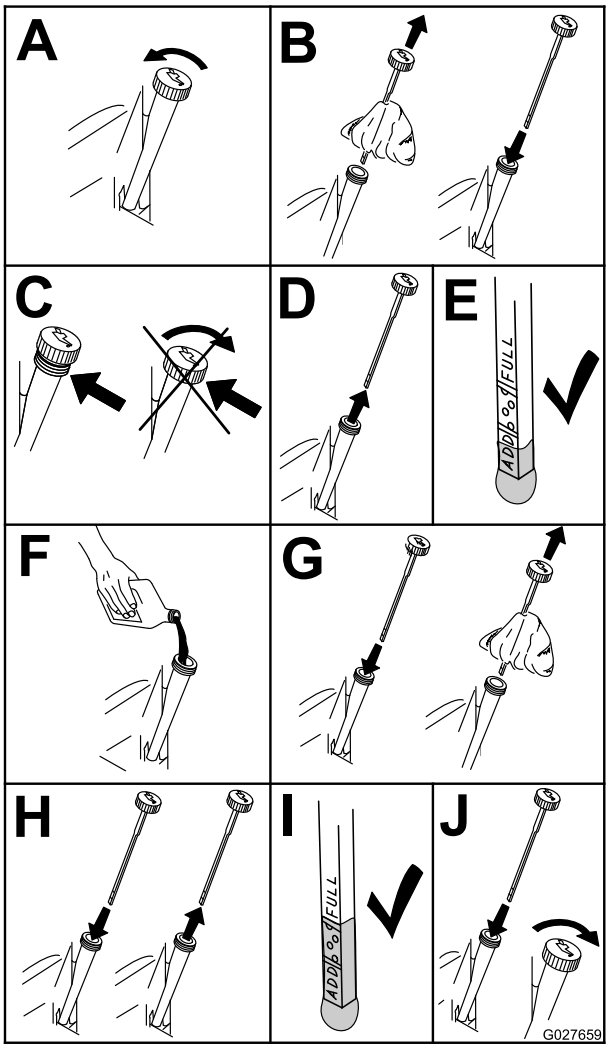

Figur 52
2. Før du forlater førersetet, må du stanse motoren, ta ut nøkkelen og vente til alle bevegelige deler står stille (Figur 52).